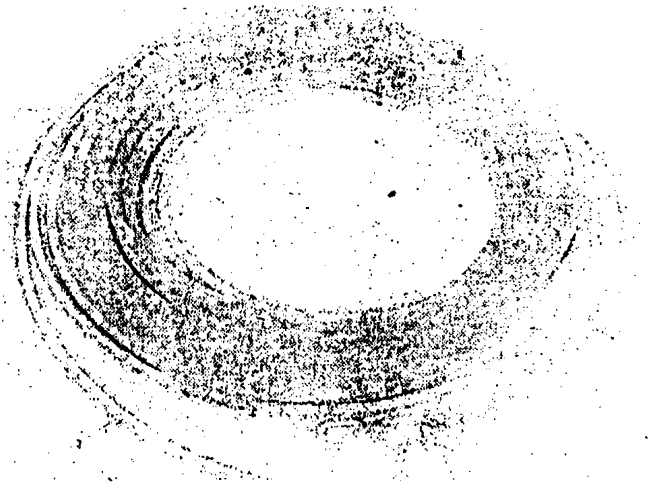

Рис. 4. Изолирующая тяга; 1 - полиэтиленовая трубка; 2 - коуш; 3 - кольцо; 4 - карабин
43. Изолирующие тяги (рис.4) должны не реже одного раз в месяц испытываться напряжением, принимаемым из расчета 1 кв на 1 см длины тяги, но не менее трехкратного фазового напряжения.